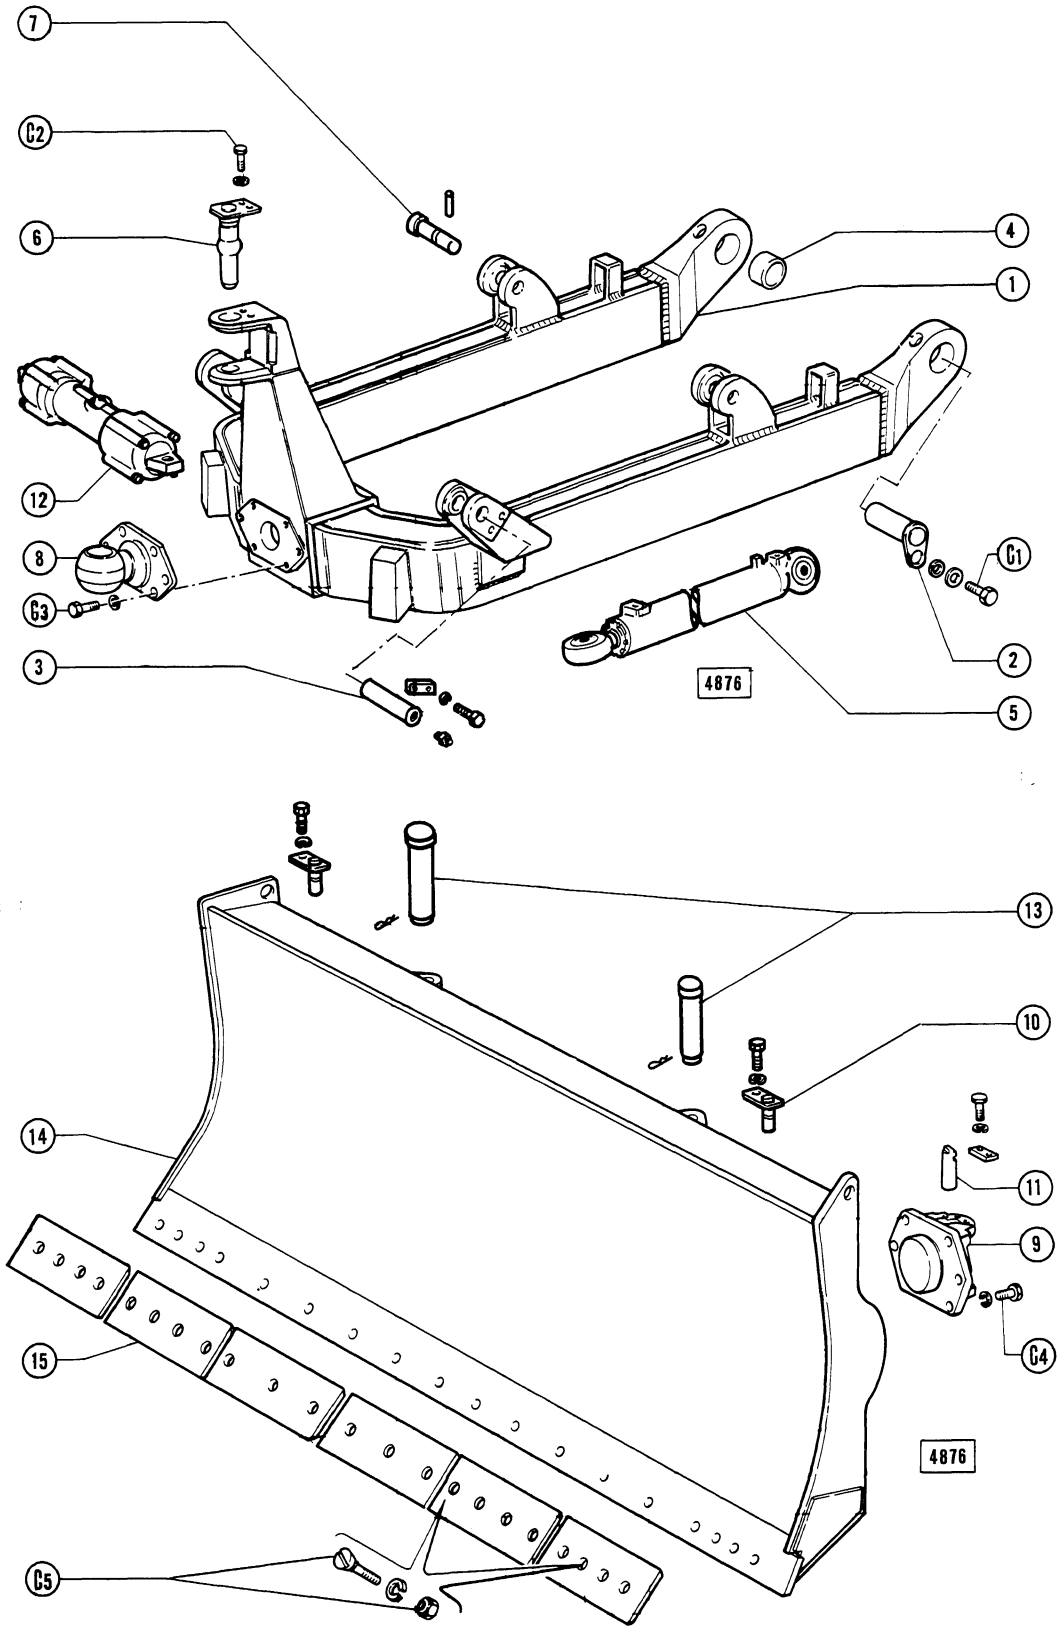

Fig. 15-33 - All-hydraulic equipment pusher frame and blade components.
Remove two screws (C2, fig. 15-33) retaining cylinder hinge pin (6).